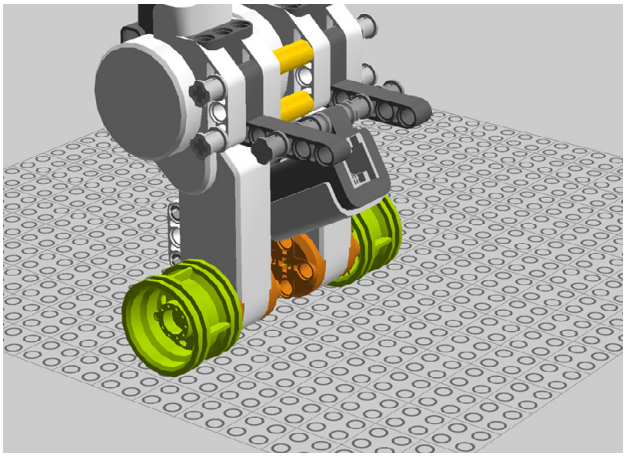

Figure 1-47. *Step 43: Adding rims*
43. Add rims! Secure them in place with the 4M axles with end stops (Figure 1-47).